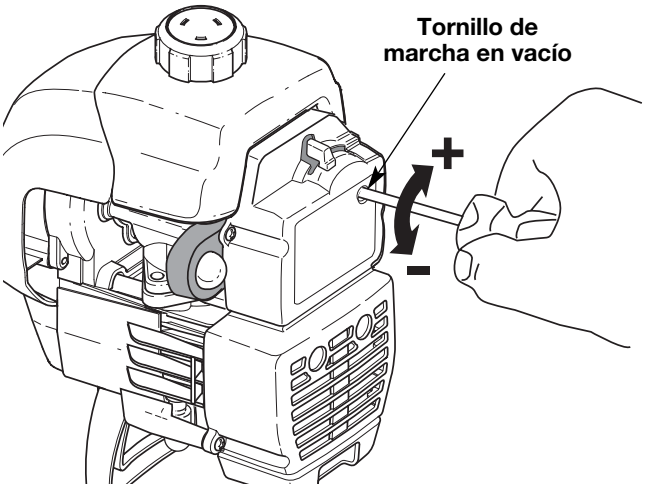

Fig. 27
La velocidad lenta del motor puede ser ajustada por la cubierta del silenciador / filtro de aire (Fig. 27).
2. Suelte el gatillo del regulador y deje que el motor funcione en marcha lenta. Si el motor se para, inserte un pequeño destornillador Phillips en el orificio de la cubierta del silenciador / filtro de aire (Fig. 27). Gire el tornillo de marcha lenta en **sentido horario**, de a 1/8 de vuelta por vez (según sea necesario) hasta que el motor funciona en mínima.